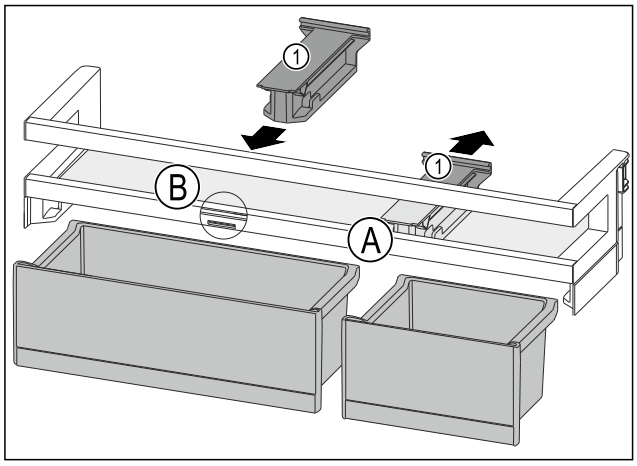

Fig. 190
▶ Desprindeți piesa de susținere *Fig. 190 (1)* din poziție *Fig. 190 (A)* spre spate.
▶ Introduceți piesa de susținere *Fig. 190 (1)* în poziție *Fig. 190 (B)*.